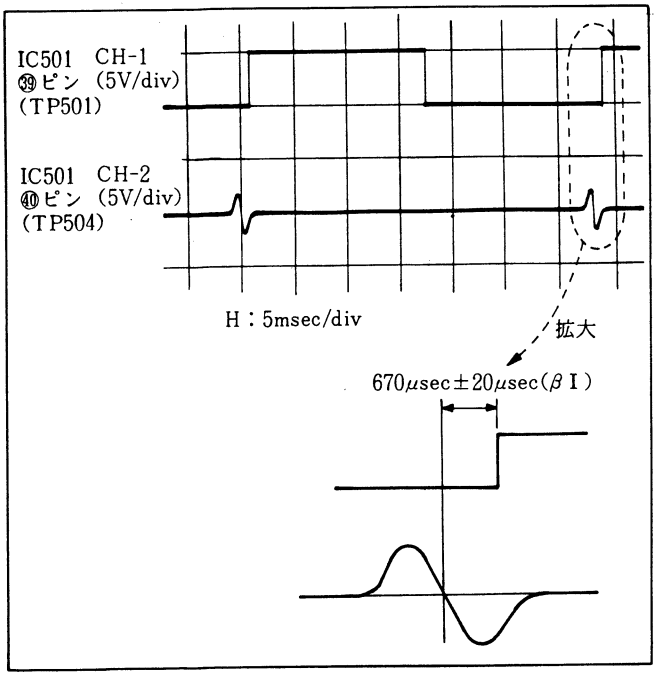

図5-8. RFスイッチング位置調整(2)
(2) CH2をIC501-㊵ピン(TP504)につなぎかえて，RV502にて670μsec±20μsecに調整する。(βⅠのスイッチングパルスB)（図5-8参照）
(3) この調整をした後は必ず次の“RFスイッチング位置調整Ⅱ”を行う。